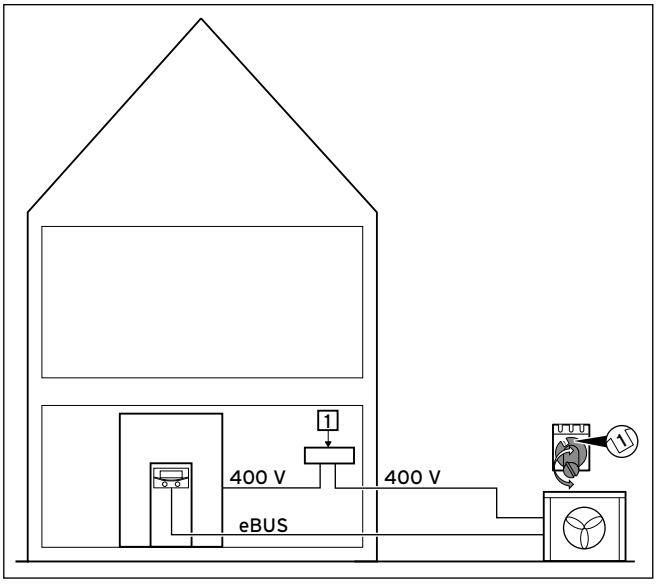

Abb. 7.5 Elektrische Verdrahtung einer Außeneinheit
- Verbinden Sie den eBUS-Anschluss (**10**) mit dem eBUS-Anschluss der Inneneinheit. Verwenden Sie eine für Erdverlegung geeignete Erdleitung mit mindestens 2 x 1,5 mm^2 Querschnitt (→ **Abb. 7.5**).